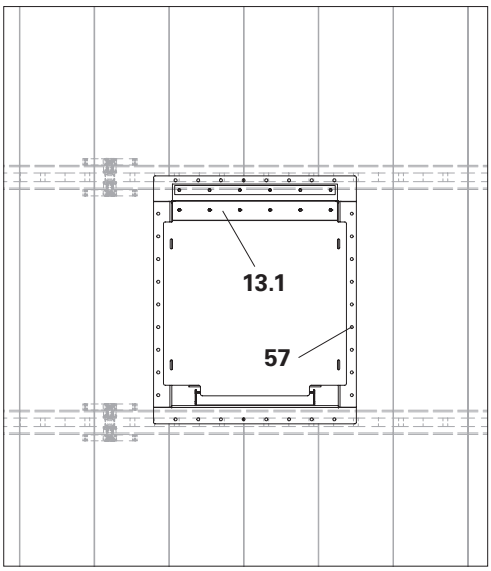

Abb. B3.06
3. Lukenrahmen mit Schrauben TSS-Torx 6 x 40 (**57**) am Bohlenbelag festschrauben (Abb. B3.06).